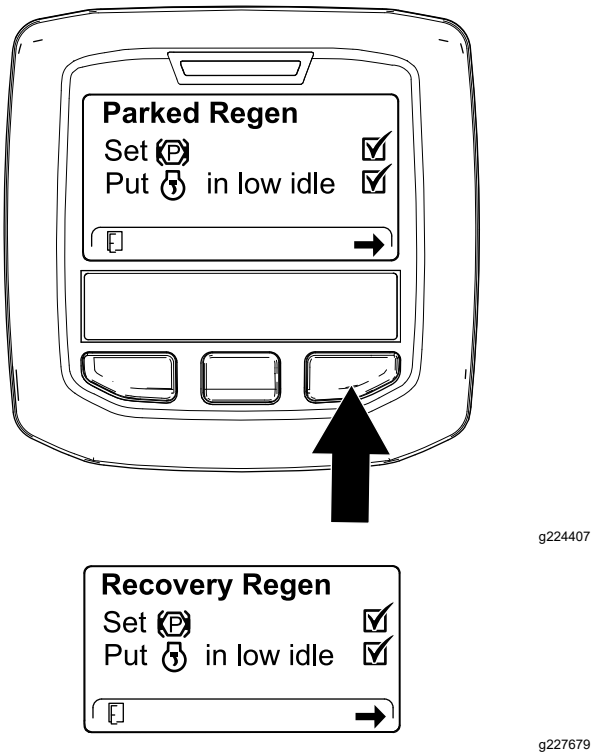

Figuur 60
3. Controleer in het scherm DPF-controlelijst of de parkeerrem ingeschakeld is en het motortoerental op laag stationair staat (Figuur 60)